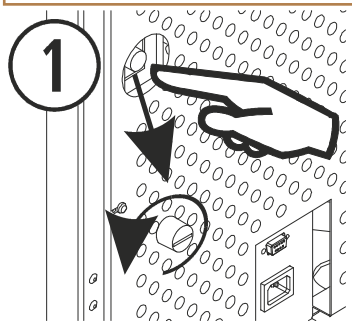

Figura 25
6.11. *Com a caldeira desligada,* verificar o termóstato de segurança que está na parte traseira, para o lateral direito da caldeira deverá ver uma tampa plástica de cor negra, desenrosque-o e para activá-lo deve-se pulsar o botão se for necessário, se o termostato se encontra activado escutará um "clic". Se o termóstato de segurança já tiver sido ativado anteriormente, consulte o seu distribuidor. Na *figura 25*, ilustra-se a posição do termóstato na *Cantina Nova* e *Aveiro*. No modelo Super Insert, o termostato de segurança o encontramos abrindo a porta de vidro, no lado direito.